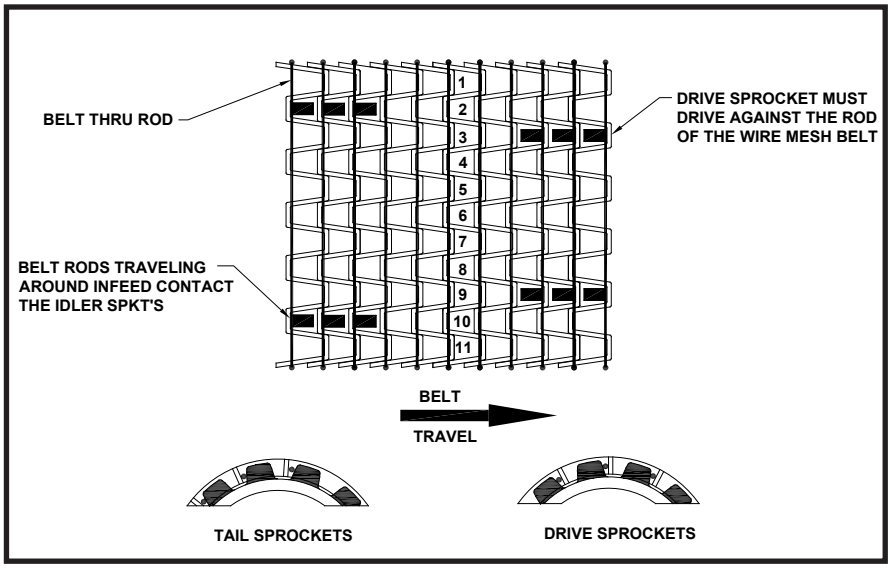

FIGURE 5
3. Proper sprocket location as shown in ***FIGURE 5*** is essential for smooth belt operation. Sprocket teeth must always drive against the connector rods. This accomplished by locating the DRIVE sprockets so that the teeth are in the odd numbered openings and locating the tail sprockets so that the teeth are in the even numbered openings.